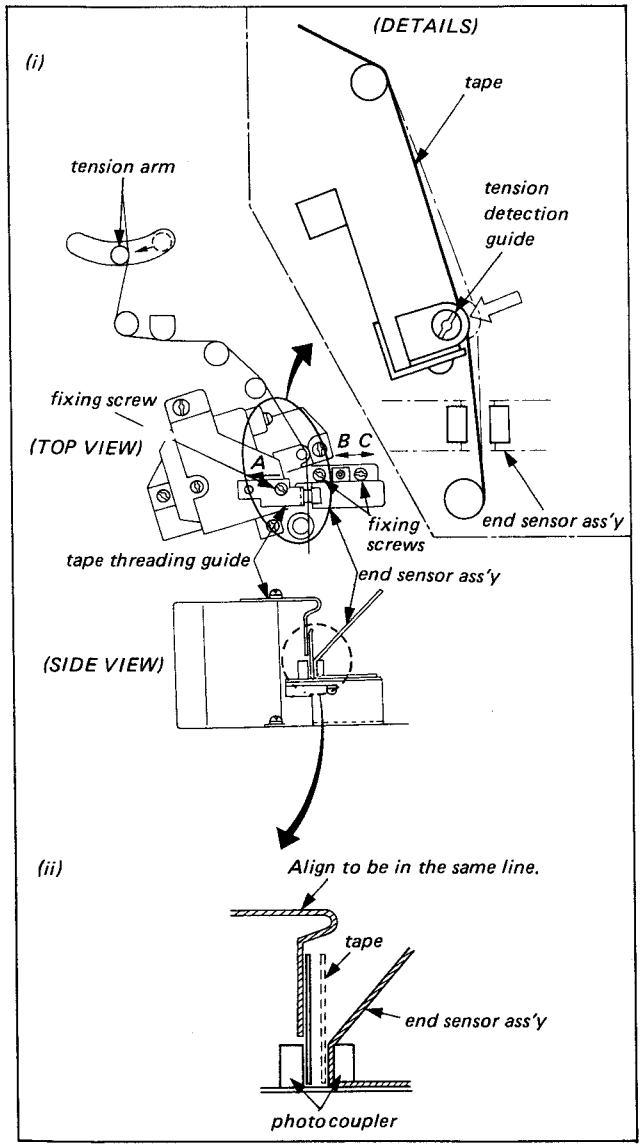

Fig. 10-3. End sensor adjustment
1. Turn power off, thread a tape. Check to see that the tape does not touch at the End Sensor unit, even if the Tension Detection Guide is moved to the arrow shown in the detail of Fig. 10-3 as far as it goes. If it is touching, perform the following adjustments.